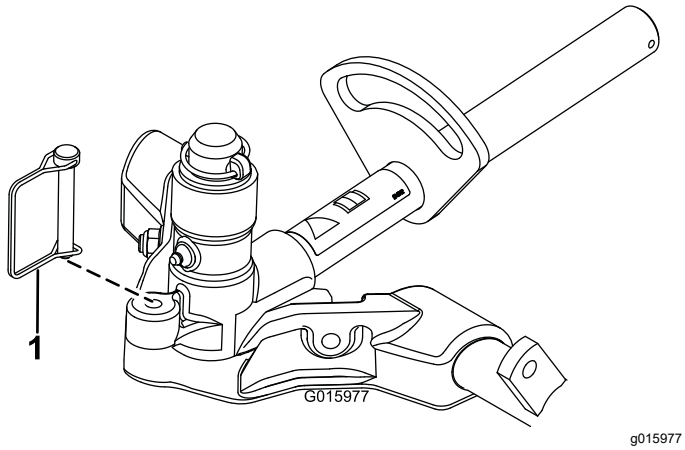

Figur 17
11. Fest dreiegaffelen til bærerammen med låsestiften (Figur 17) for å låse (feste) styringen på klippeenhetene.